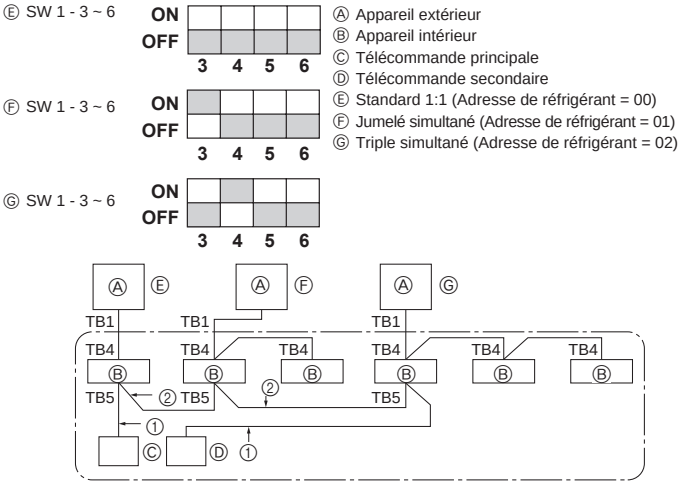

Fig. 9-1
① Mettre sous tension (coupe-circuit).
② Une fois la vanne d'arrêt de gaz fermée, activer le commutateur SWP sur la carte de commande de l'appareil extérieur. Le compresseur (appareil extérieur) et les ventilateurs (appareils intérieur et extérieur) s'enclenchent et la récupération du réfrigérant commence. Les témoins DEL 1 et 2 de la carte de commande de l'appareil extérieur s'allument.
③ L'appareil s'arrêtant automatiquement deux à trois minutes après la récupération de réfrigérant (témoins DEL 1 et 2 allumés), veiller à fermer rapidement la vanne d'arrêt de gaz. Lorsque les témoins DEL 1 et 2 sont allumés et que l'appareil extérieur est arrêté, ouvrir la vanne d'arrêt de liquide au maximum et répéter l'étape ② après trois minutes.
④ Mettre hors tension (coupe-circuit).
9. Contrôle du système (Fig. 9-1)